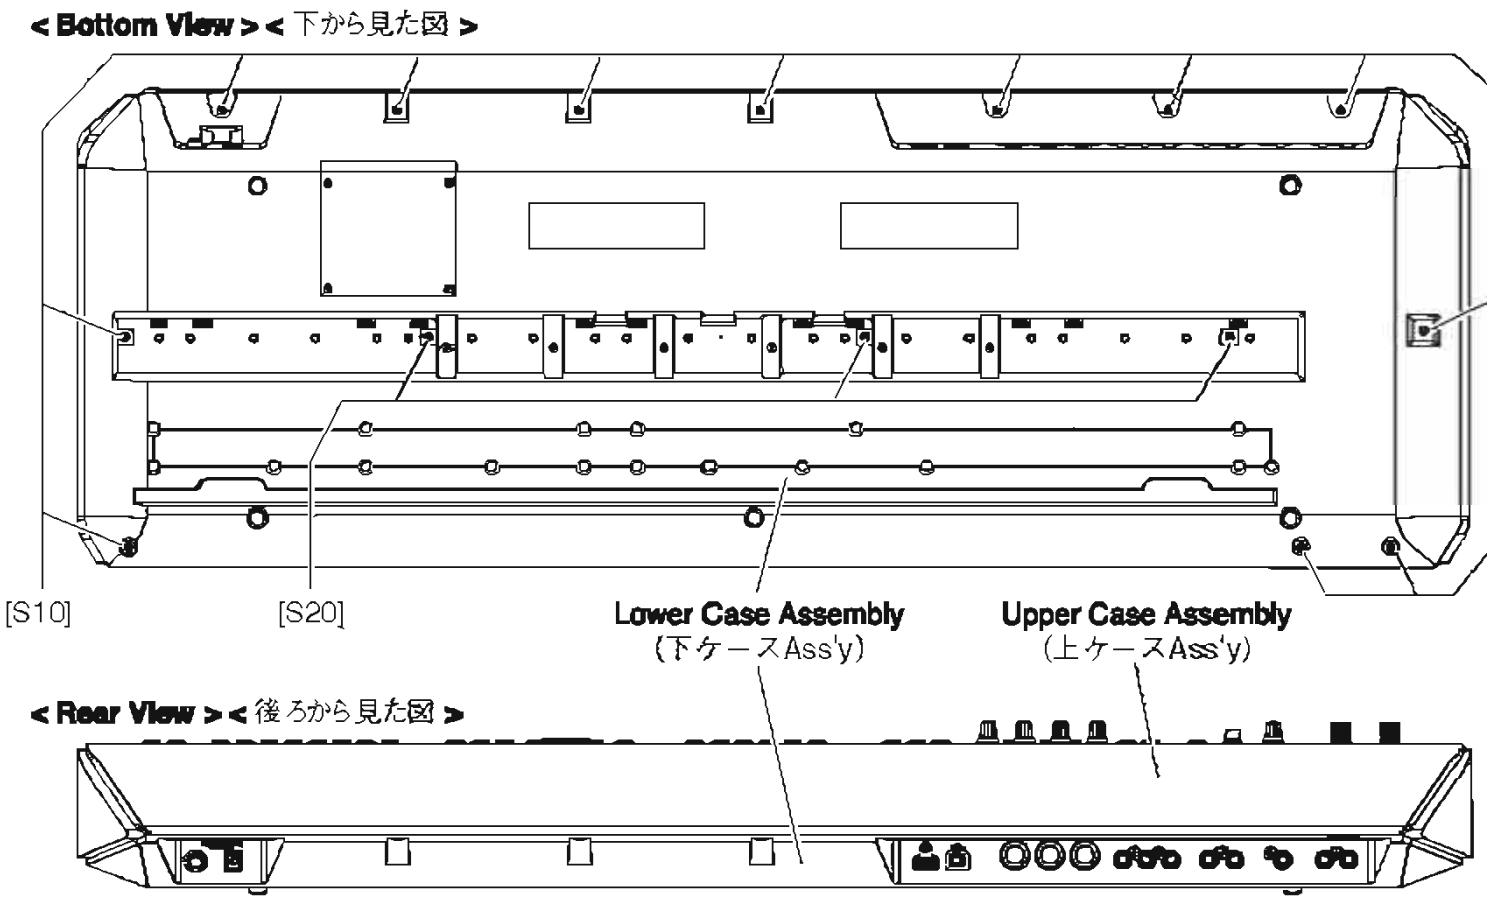

Fig.1（図 1）
1-1 Remove the twelve (12) screws marked [S10] and the three (3) screws marked [S20]. The upper case assembly and the lower case assembly can then be separated. (Fig.1)
1-1 [S10]のネジ 12 本と[S20]のネジ 3 本を外して、上ケース Ass'y と下ケース Ass'y を分離します。(図 1)